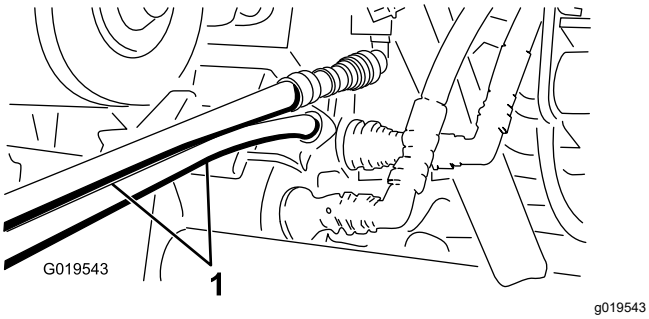

**Figur 76**
5. Koppla ihop de två slangarna med kopplingen som fortfarande sitter i kopplingsfästet på den andra maskinen (koppla den övre slangen till den övre kopplingen och den undre slangen till den undre kopplingen (Figur 76).